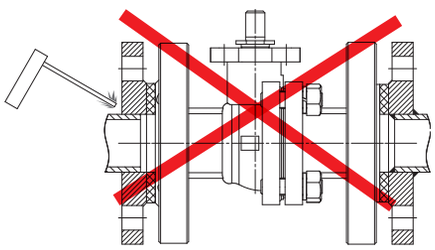

Рис. 2
5. Извлечь кран из межфланцевого пространства. **ВНИМАНИЕ.** Категорически запрещается производить приварку фланцев к трубопроводу, когда кран посажен между фланцами, т.к. могут иметь место повреждения уплотнительных поверхностей от высокой температуры. (Рис. 2)